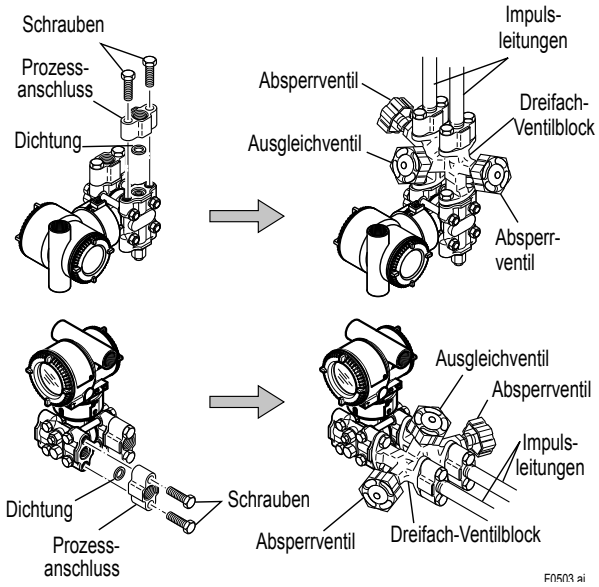

Abb. 5.3 **Dreifach-Ventilblock (Ausführung für Direktmontage)**
■ Dreifach-Ventilblock für Direktmontage (Abb. 5.3)